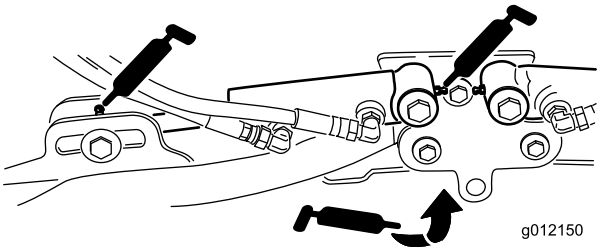

Figura 45
- Cilindros del brazo de elevación de la unidad de corte (2 en cada) (Figura 45)
- Pivotes del brazo de elevación (1 en cada) (Figura 45)